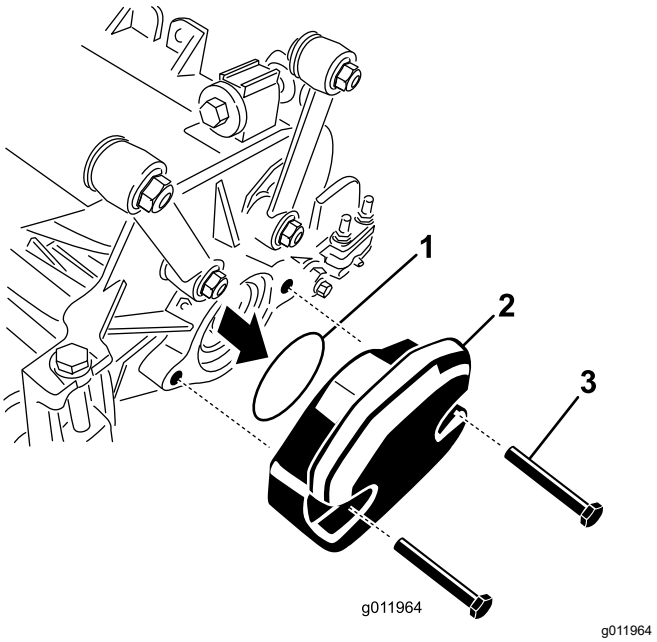

**Figur 23**
2. Fjern vektene og O-ringen (Figur 23) fra innsiden av den høyre klippeenhetene.